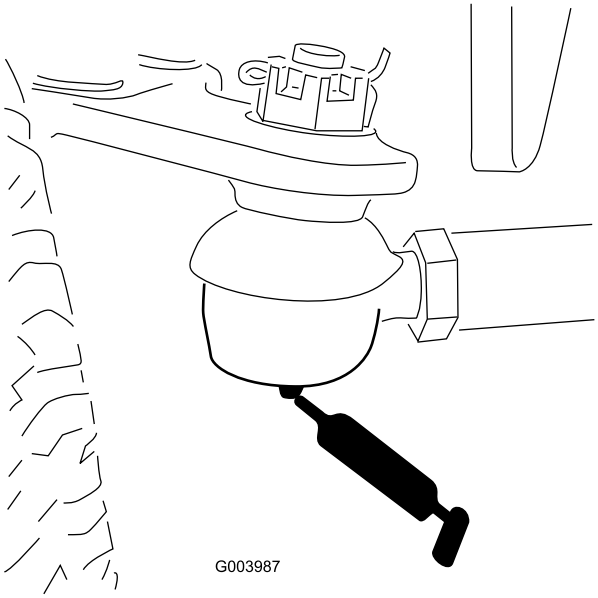

Figur 46
- Bagakslens forbindelsesstang (2) (Figur 46)